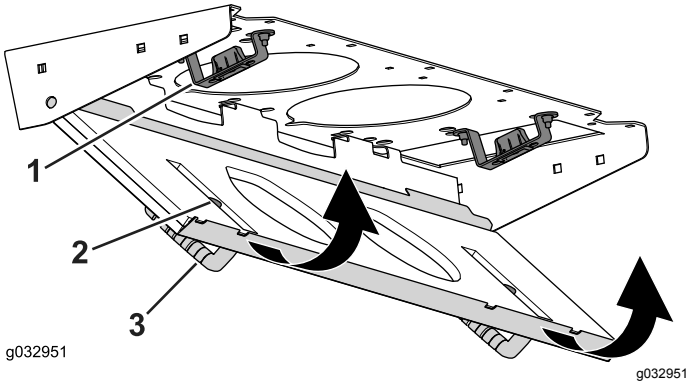

Figuur 123
4. Kantel het filterscherm rond de nokken totdat de vergrendeling aangrijpt in de grendelplaat (Figuur 123).